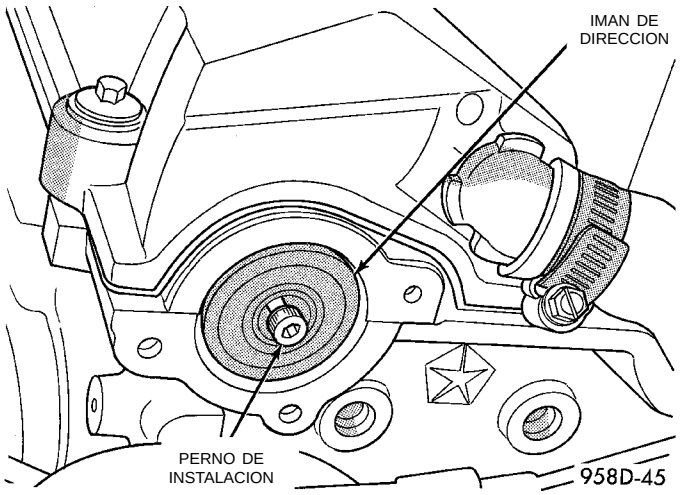

Fig. 35 Desmontaje/instalación del imán de dirección
(1) Retire el tubo de aire filtrado del cuerpo de mariposa y caja del depurador de aire.
(2) Desconecte el conector eléctrico del sensor de posición del árbol de levas.
(3) Retire los tornillos de instalación del sensor de posición del árbol de levas. Retire el sensor.
(4) Afloje el tornillo que fija el imán de dirección a la parte posterior del árbol de levas (Fig. 35).